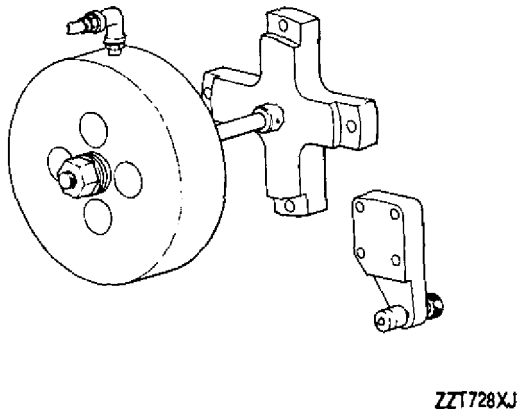

Figure 22. 6799597 Pressure Test Fixture
c. Attach 6799597 pressure test fixture (figure 22) to the inlet housing. Pressure test anti−icing air passages at 60 psi using air or nitrogen. Hold test pressure for at least five minutes. No leakage is allowed.